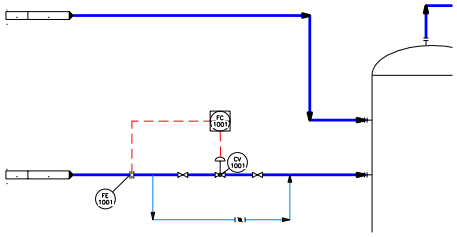

Figure 2-86 *Off page connectors placed at the endpoints of the feed line and reflux line*
3. Similarly, place off page connectors at the locations shown in Figures 2-86 and 2-87.